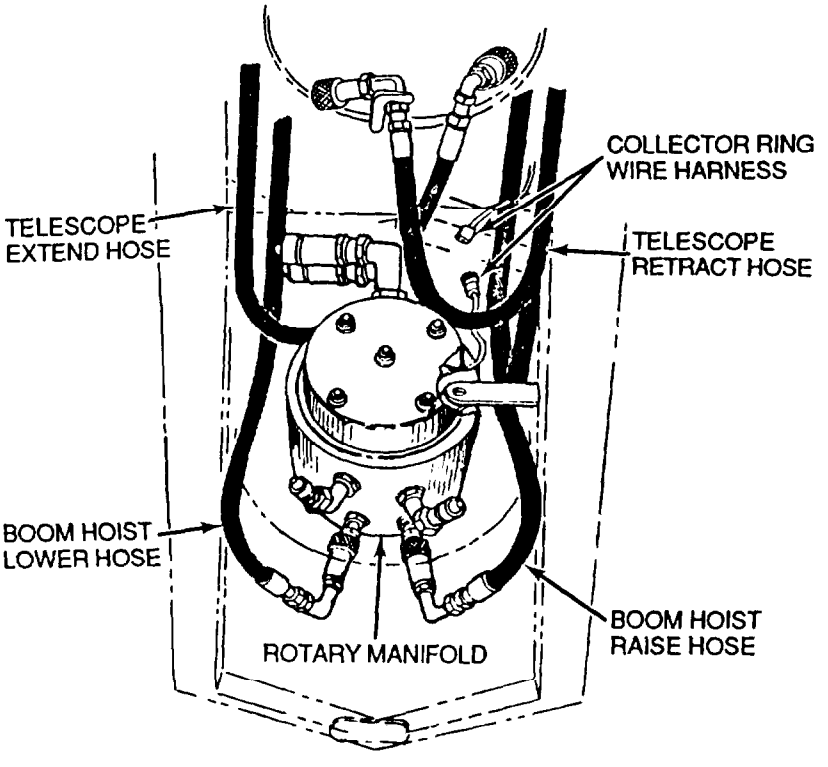

Figure 5-19 *Rotary Manifold* Hoses
4. Push the boom hoist cylinder hoses, sticking out through cutout in front of upperstructure, back inside and attach to fittings on rotary manifold (Figure 5-19).